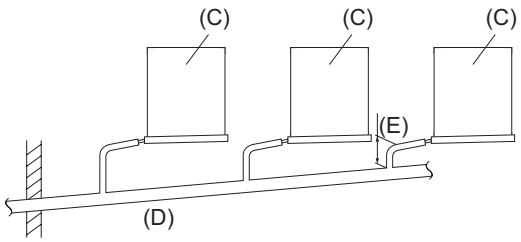

Рис. 2.
4) Магистральный участок дренажного трубопровода должен располагаться на 10 см ниже штуцера внутреннего прибора (рисунок 2).